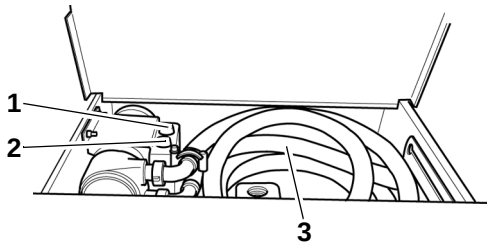

Afb.30 Automatisch brandstof bijvullen
Start de pomp door op START te drukken (afb.30, pos. 1). Wanneer de tank vol is, stopt de pomp automatisch.
Als u het vullen wilt onderbreken voordat de tank vol is, hoeft u alleen op STOP te drukken (afb.30, pos. 2).